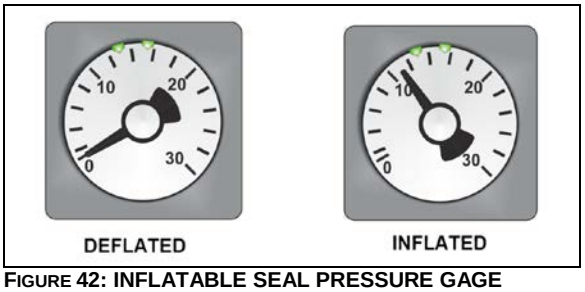

FIGURE 42: INFLATABLE SEAL PRESSURE GAGE
4. Finally, the inflatable seal can be re-inflated by turning the shut-off valve handle counterclockwise. Check the pressure gage on the inflatable seal regulator to see if the pressure increases to around 11 psi (Figure 42). Needle should be pointing between the two small green arrows on the dial.
7. Finally, the inflatable seal can be re-inflated by turning the shut-off valve handle counterclockwise. Check the pressure gage on the inflatable seal regulator to see if the pressure is increasing to 11 psi (Figure 42).